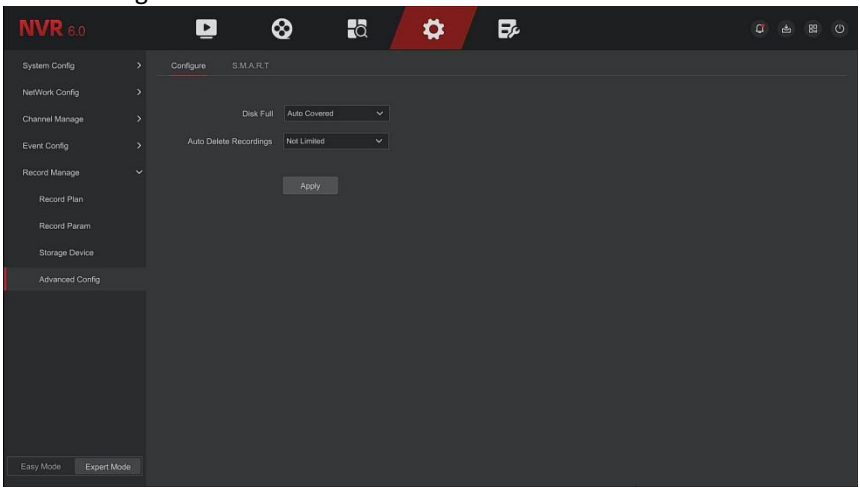

Figure 5-119
Step 1: On the main menu page, click "Config→Expert Mode→ Record Manage→Advanced Config→Configure" to enter the configure interface, as shown in Figure 5-119 below.